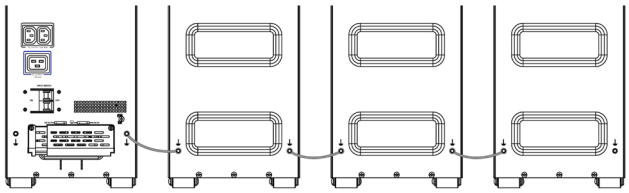

Fig. 42. Raccordement de plusieurs EBM avec liaisons de terre supplémentaires.
2. Des câbles de mise à la terre supplémentaires s'avèrent nécessaires (section de 10 mm^2) lorsque plus de 2 EBM doivent être ajoutés (Fig. 42).